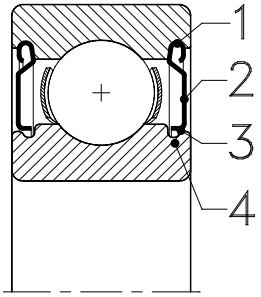

Abb. 4.1
In die in den Außenring eingedrehten Rillen (1) werden auf einer oder auf beiden Seiten des Lagers profilierte **Stahlblechscheiben** (2) eingepresst (siehe Abb. 4.1).